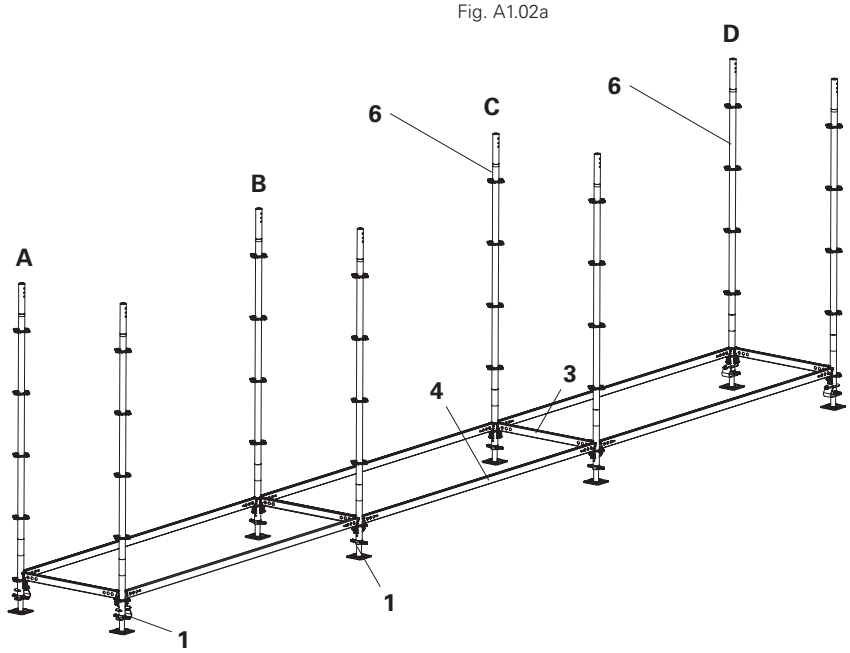

Fig. A1.03
– In the case of a span of 9 m: Fit the Top Standards UVH-2 200 (**6**) onto all frame columns. (Fig. A1.03)